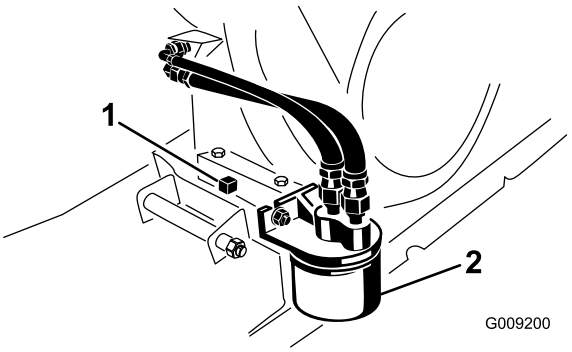

Figur 43
5. Sätt ett kärl som rymmer 1,8 liter eller mer under avtappningspluggen (Figur 43).
6. Ta bort avtappningspluggen och förslutningen (Figur 43).
2. Avlägsna det befintliga oljefiltret (Figur 43).
4. Skruva fast det nya filtret på filteradaptern tills packningen vidrör fästplattan och dra sedan åt filtret ytterligare ett halvt till tre fjärdedels varv (Figur 43).